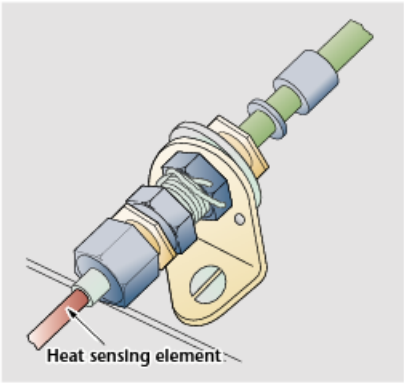

Figure 8-2-14. Connector joint fitting attached to the structure.
- Loose nuts or broken safety wire at the end of the sensing elements (Figure 8-2-14). Loose nuts should be re-torqued to the value specified in the manufacturer's instructions. Some types of sensing element connections require the use of copper crush gaskets. These gaskets should be replaced any time a connection is separated.